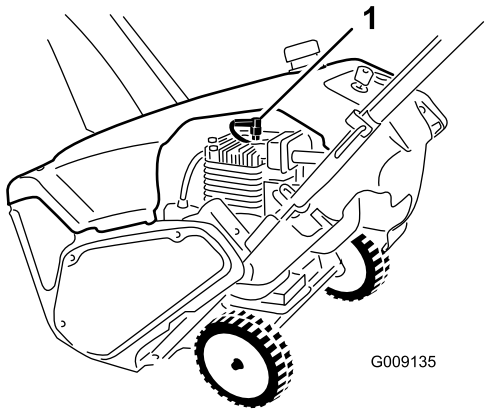

Figur 30
5. Lossa kabeln från tändstiftet (Figur 30).